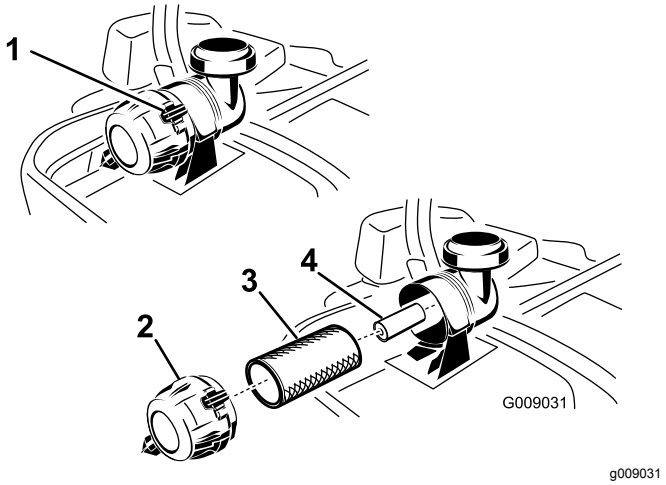

Figur 52
3. Lossa spärrhakarna på luftrenaren genom att trycka dem nedåt och dra av luftrenarkåpan från luftrenarhuset (Figur 52).
5. Dra försiktigt ut huvudfiltret ur luftrenarhuset (Figur 52). Undvik att knacka filtret mot sidan på luftrenarhuset.
1. Rengör inte pappersfiltret, utan byt ut det (Figur 52).
2. Skjut försiktigt in filtret i filterhuset när du byter ut sekundärfiltret (Figur 52).
3. Skjut försiktigt huvudfiltret över sekundärfiltret (Figur 52).
5. Montera luftrenarkåpan med ventilatorlocket nedfällt och vrid den så att spärrhakarna låser fast kåpan på dess plats (Figur 52).